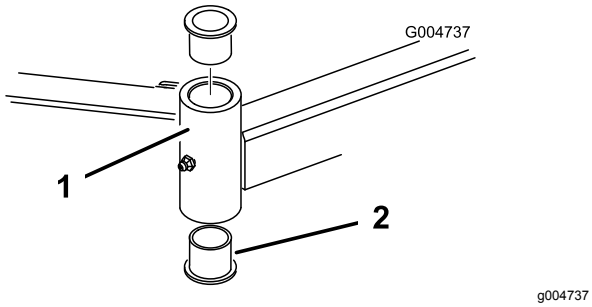

Figur 105
4. Sett inn kjørner i toppen eller bunnen av monteringstuben og driv hylsen ut av tuben (Figur 105). Driv også den andre hylsen ut av tuben. Rengjør innsiden av tubene for å fjerne smuss.